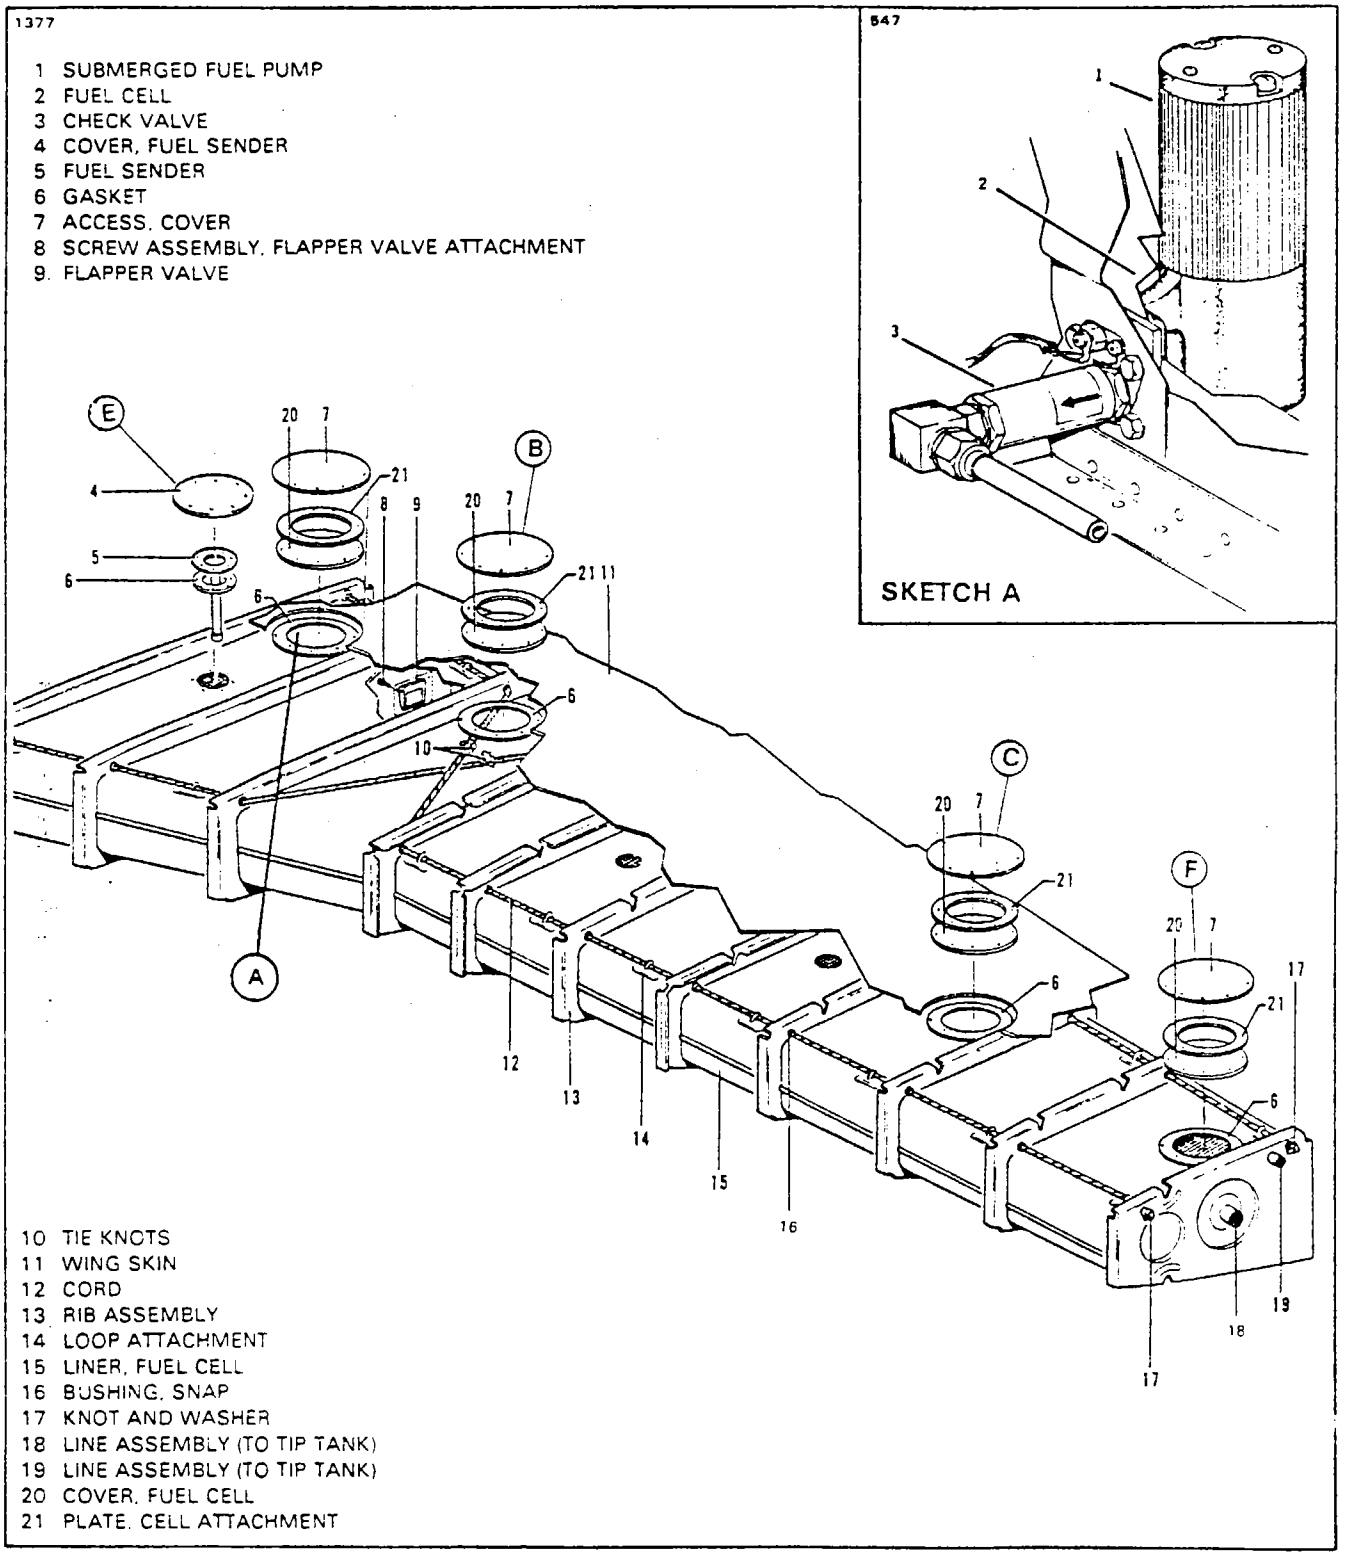

Figure 9-4. Fuel Cell Installation Inboard
9-7. REMOVAL OF WING FUEL CELLS. (Refer to Figures 9-4 and 9-5.)
9-11. INSTALLATION OF INBOARD AND OUTBOARD FUEL CELL. (Refer to Figures 9-4 and 9-5.)
g. From each end of the cell compartment, feed the cord through the cell hangers and rib bushings until the cords can be joined at the access openings. Do not tie cord yet. The cords are routed as shown in Figures 9-4 and 9-5.